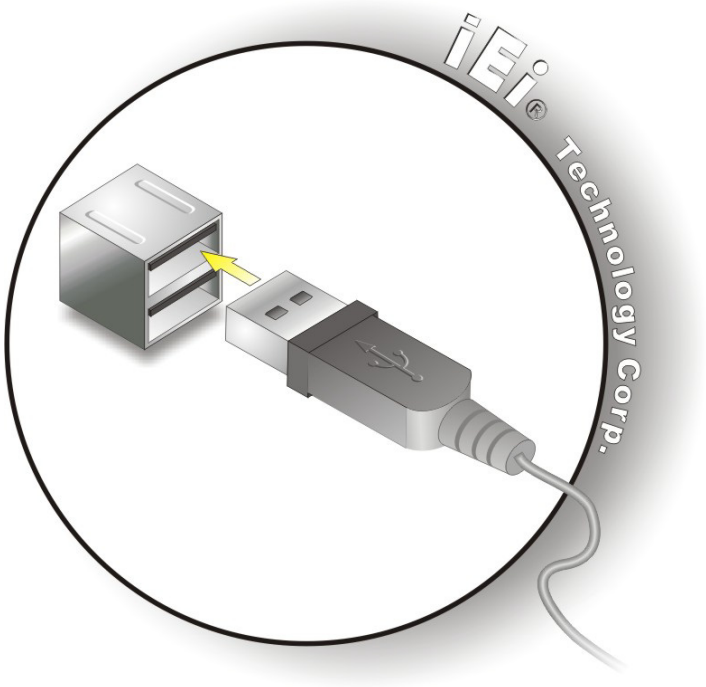

Figure 3-30: USB Device Connection
Step 2: **Align the connectors**. Align the USB device connector with one of the connectors. See **Figure 3-30**.